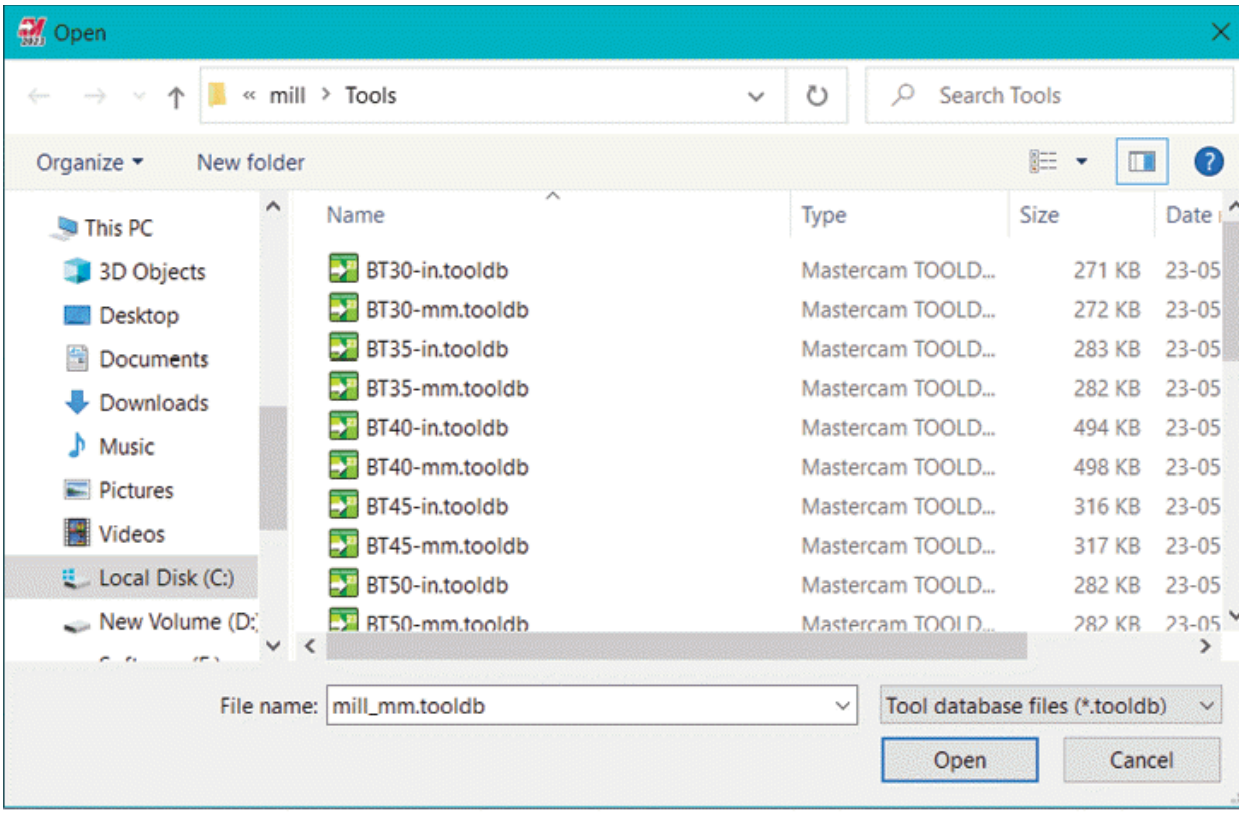

Figure-7. Open dialog box
- Click on the **Open library** button from the dialog box. The **Open** dialog box will be displayed; refer to Figure-7.